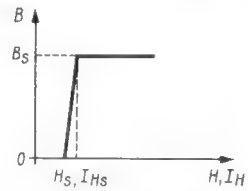

*Bild 5. Magnetisierungskurve mit ausgeprägtem Sättigungsknick*
quenz. Dimensioniert man nach der Bemessungsvorschrift (2), d. h. ist $U_1 = U_B$, dann gilt für die Primärwindungszahl bei Annahme einer rechteckigen Magnetisierungskurve und bei einem Magnetisierungsstrom $I_{HS}$ im Sättigungsknick (*Bild 5*), der klein gegen den übersetzten Basisstrom $\overline{I}_B/ü$ ist (d. h. bei annähernd rechteckförmiger Spannung $u_1$), die Formel
$B_S$ = Sättigungsinduktion (Bild 5)
Damit die Treiberspannung $u_1$ während der Halbperiode möglichst konstant bleibt, muß der Magnetisierungsstrom vor Einsetzen der Sättigung klein gegen den übersetzten Basisstrom sein. Andererseits erzeugt ein sehr kleiner Magnetisierungsstrom bei seinem Sättigungsanstieg nur einen verhältnismäßig geringen Spannungsabfall am Widerstand $R_K$, so daß der Umschaltvorgang nicht kräftig genug eingeleitet wird. Ein günstiger Kompromiß für den Sättigungswert $I_{HS}$ (Bild 5) des Magnetisierungsstromes liegt im Bereich
wie möglich zu halten; denn mit steigendem Restluftspalt wird die Scherung der Magnetisierungskurve (Bild 5) größer, um so schlechter wird daher das Umschaltverhalten des Wandlers. Bei Kernen mit wenig ausgeprägtem Sättigungsknick wird sich mit dem Wert s auch die Frequenz ändern. Erfahrungsgemäß kann bei normalem Aufwand mit einem wirksamen Restluftspalt $s \approx 0{,}02$ mm gerechnet werden. Im vorliegenden Fall ergibt sich aus Gleichung (5) mit den Zahlenwerten des vorigen Abschnittes